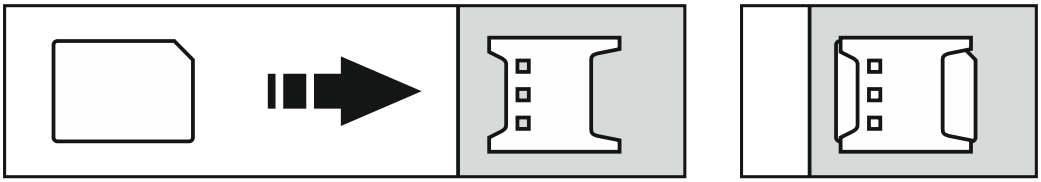

Рис. 8. Способ установки карты nano-SIM.
2. Установите в модуль карту / карты SIM (рис. 8).